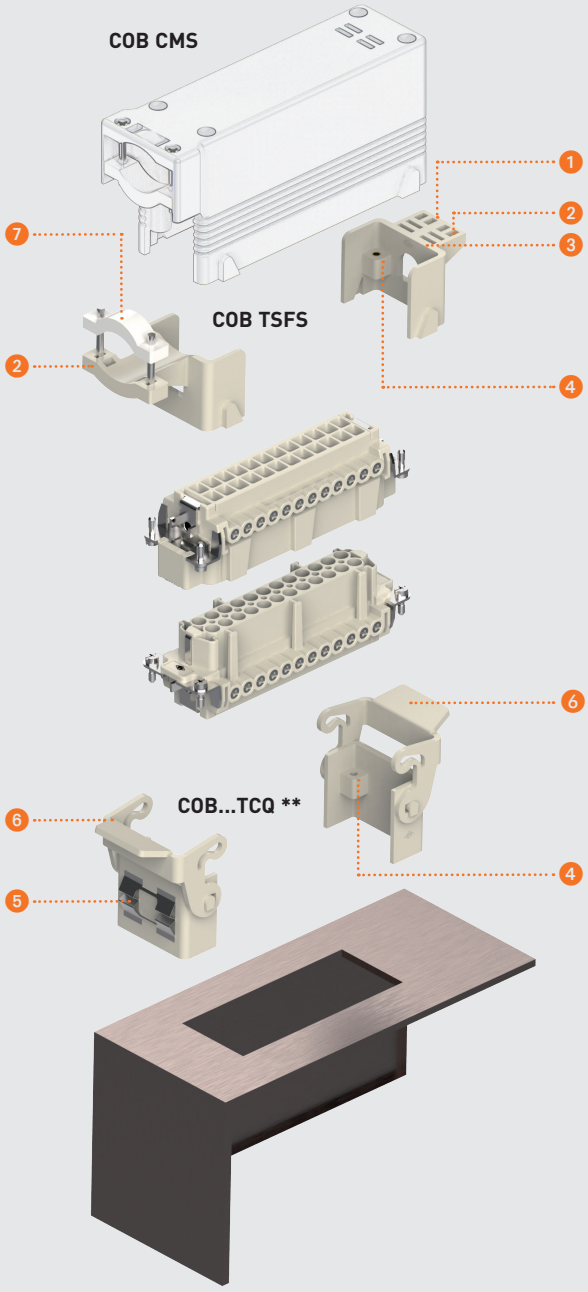

Figure 1
- **On panels** with window snap fastening device (**Figure 1**).